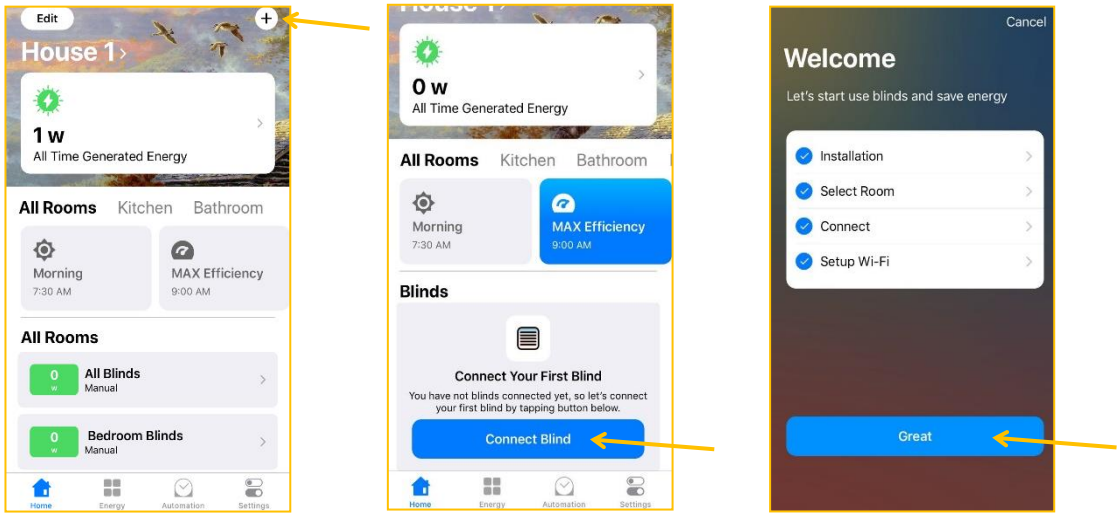

Figure 13 *Figure 14* *Figure 15*
10.4.1. Click **+** in the top right corner to start *(Fig. 13)* and select **Blinds** tab or click **connect blinds** in the homepage *(Fig. 14)*.